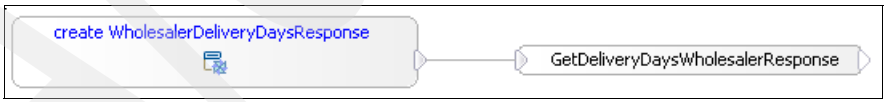

Figure A-51 Linked snippet and variable
11. Link the output of the create WholesalerDeliveryDaysResponse snippet to the input of the GetDeliveryDaysWholesalerResponse variable (Figure A-51).